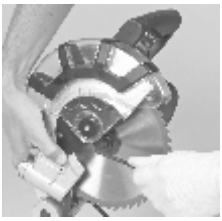

рис. 11.3
- Нажмите на зкнопку блокировки диска одной рукой, удерживая, при этом, торцовый ключ на фланцевом болту (рис. 11.3) другой рукой.